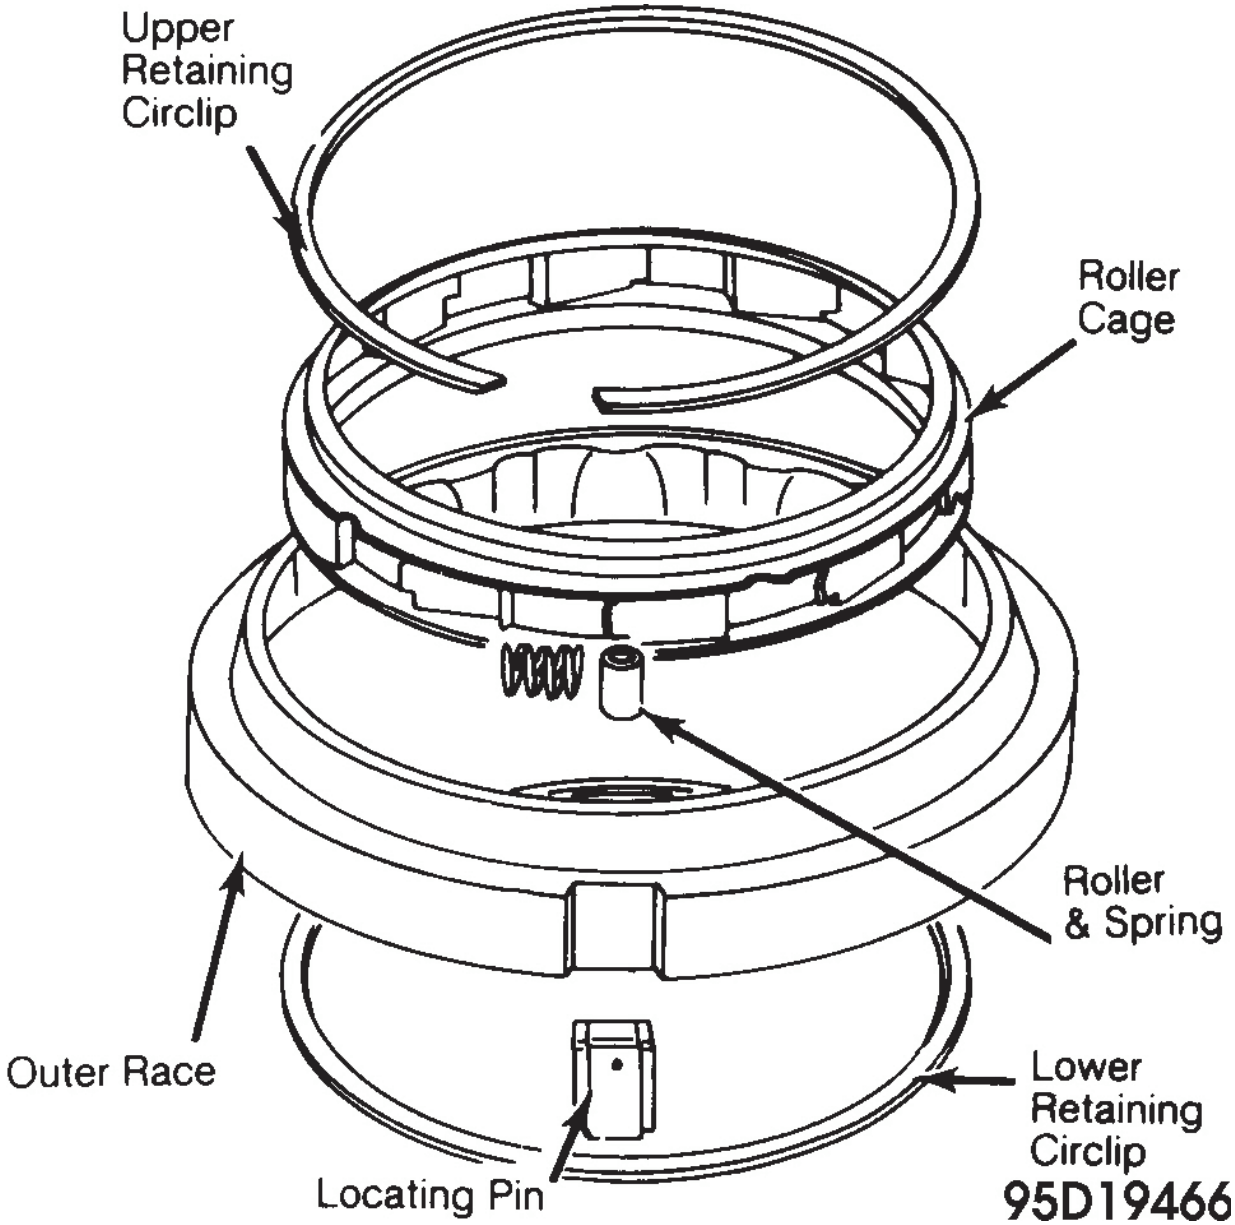

Fig. 21: Exploded View Of One-Way Clutch
1. Remove large circlip that retains one-way clutch in transaxle case. Pull one-way clutch assembly from case. Remove rollers and springs. On steel cage, detach upper and lower circlips. Using plastic hammer, drive cage from outer race (from flat side of outer race toward angled side). See **Fig. 21**.